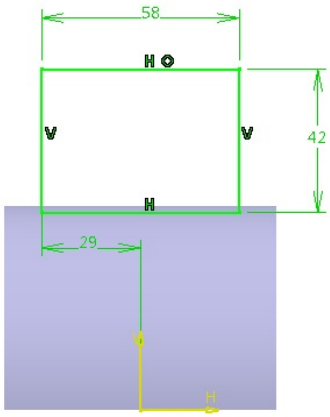

Figure 9-57 *Sketch of the profile*
5. Draw the sketch of the profile on the newly created plane, as shown in Figure 9-57.